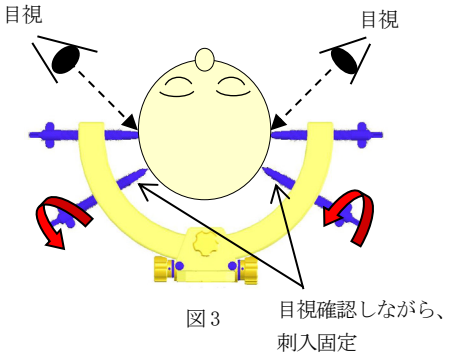

図3
(2) チタンヘッドピンの先端部を目視確認しながら、2 箇所にチタンヘッドピンを刺入して、チタンヘッドピンを中心軸にした頭の動き(矢印A図2-2)を止め、頭部を支えるぐらいに締めてください。(図3)